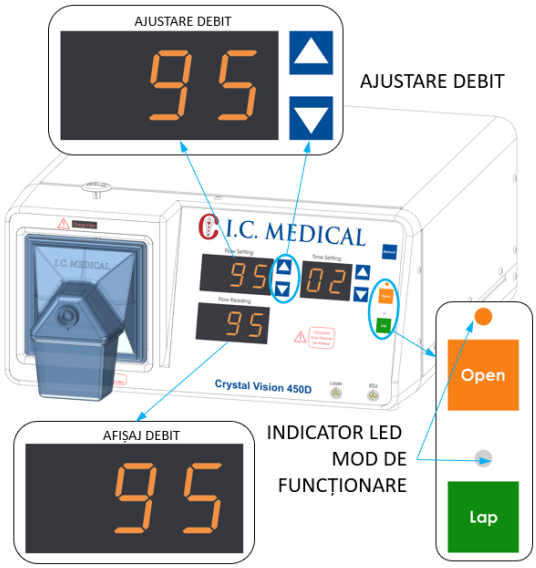

Figura 11: Butoane pentru debit.
6. Butoanele pentru SETAREA DEBITULUI (săgețile în sus și în jos), (Figura 11) ajustează nivelul dorit al debitului pe afișajul Setarea debitului. Contorul digital Afișajul debitului indică valoarea curentă a debitului din cadrul unității. Unele interferențe RF pot provoca aprinderea intermitentă a afișajului Setarea debitului și a Afișajului debitului; cu toate acestea, nu va afecta debitul efectiv sau funcționalitatea unității CRYSTAL VISION®.